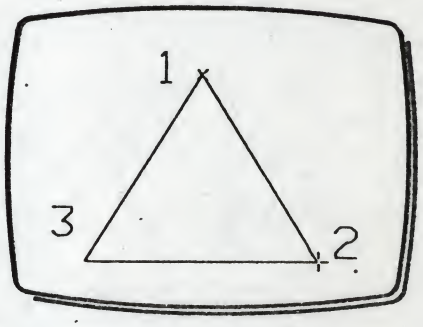

Fig 1
1 **Move XY to move the dynamic cursor to (1) in Fig 1.**